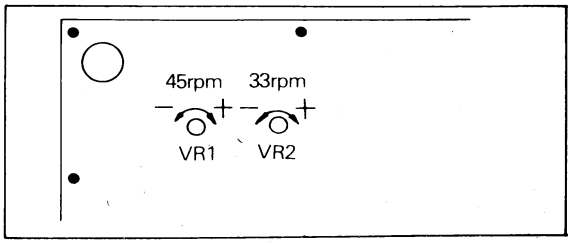

Fig. 4
(1) Set pitch control knob to its mechanical center.
(2) Select required speed.
(3) Adjust semifixed resistor with small minus driver until strobodots looks like stopped. (see Fig.4)
(4) Repeat for second speed.